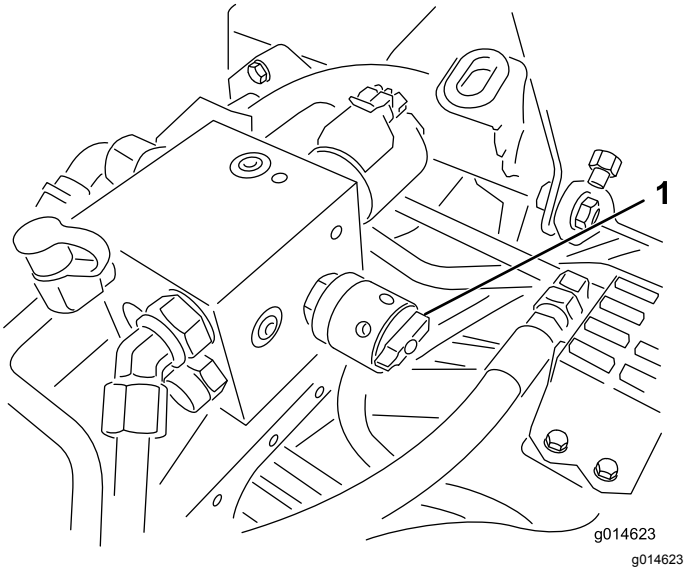

Figur 51
6. Drej hastighedsregulatoren til knivcylindre til indstillingen 1 (Figur 51).
4. Juster knivcylinderhastigheden ved at dreje knappen (Figur 51), indtil indikatorpilene er på linje med det fastslåede tal fra trin 3.